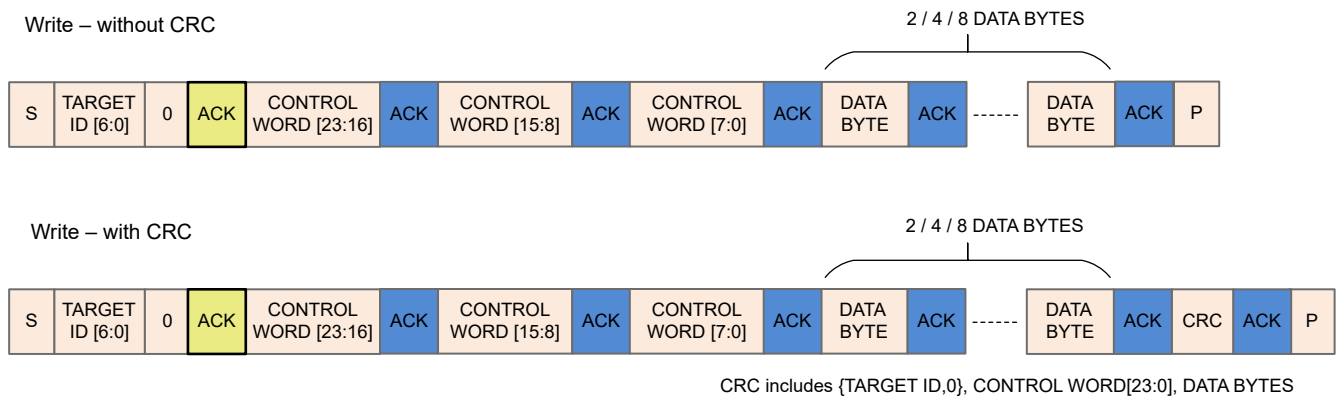
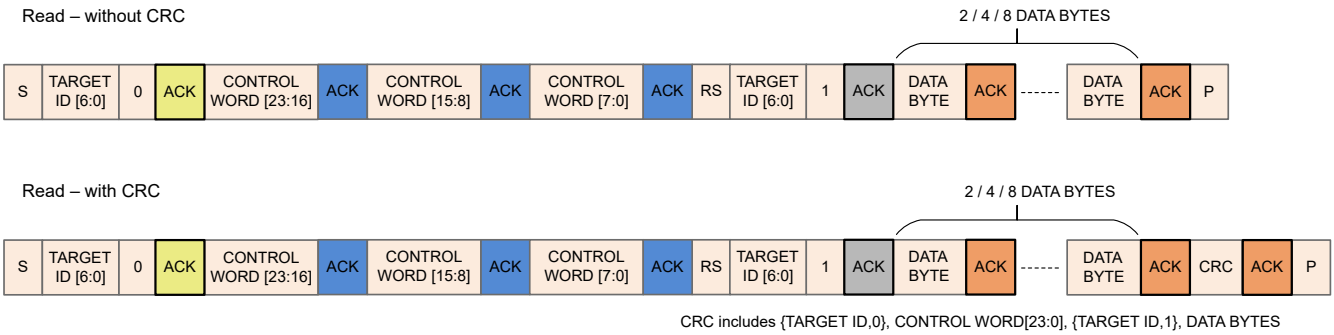

**Figure 7-54. I²C Write Transaction Sequence**
**Figure 7-55. I²C Read Transaction Sequence**
MCT8315A write transaction over I²C involves the following sequence (see Figure 7-54).
MCT8315A read transaction over I²C involves the following sequence (see Figure 7-55).
a. When target ID is a match, I²C peripheral in MCT8315A raises a start interrupt request. Until this start interrupt request is processed, clock is stretched. Upon processing this request, clock is released and an ACK (marked in yellow or grey in Figure 7-54 and Figure 7-55) is sent to the controller for continuing with the transaction.
2. **Receive interrupt pending**: When a receive interrupt is waiting to be processed and the receive register is full which occurs when two successive bytes (data or control) have been received by MCT8315A (separated by one ACK shown as blue boxes in Figure 7-54 and Figure 7-55) without the receive interrupt generated by the first byte being processed. Upon receive of second byte, clock is stretched until receive interrupt generated by the first byte is processed.